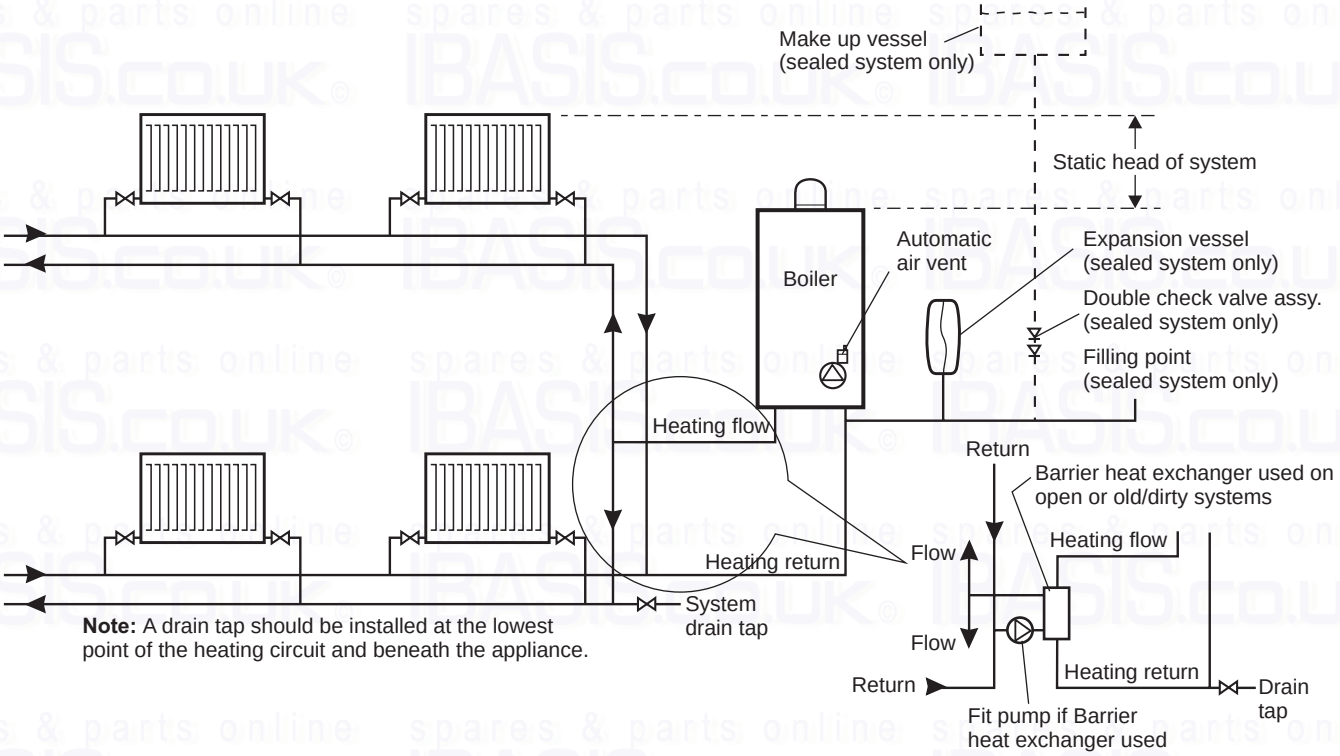
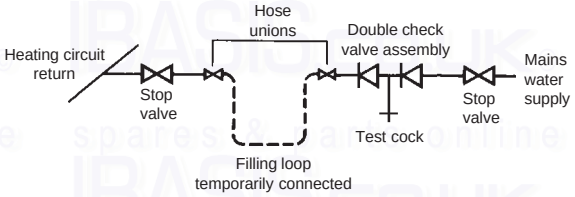

**Fig. 8**
**Fig. 9**
### *3.8 CENTRAL HEATING SYSTEM - Fig. 8*
If the boiler is to be used with an open central heating system refer to Fig. 8 and use a barrier heat exchanger (i.e. separates the boiler primary circuit from the open heating circuit).
**Sealed system volume -** An expansion vessel **is not** incorporated into the boiler. An expansion vessel **must be** fitted in the position shown in Fig. 8. To check correct operation of the expansion vessel the system pressure should not be more than 3.5 bar when the system is at maximum operating temperature (for further guidance refer to BS 7074:1), For example an 8 litre expansion vessel is suitable for a sealed system of 80 litres.
### *3.9 FILLING THE SEALED CENTRAL HEATING SYSTEM - Figs. 9*
The system design pressure (cold) should be set to 1.0 bar. This pressure is equivalent to a static head (see Fig. 8) of 10.2 metres of water.
Provision should be made to replace water lost from the system. This can be by manual or automatic means, as shown in Fig. 9. The position for connecting an automatic make-up vessel is indicated in Fig. 8. A double check valve assembly must be used.
Filling of the system must be carried out in a manner approved by the local Water Undertaking. Where allowed, the system may be filled via a temporary connection as shown in Fig. 9. After filling, always disconnect the flexible hose of the filling loop.
It is essential that the central heating system is thoroughly cleaned and flushed when fitting an Alpha CD50S or CD70S boiler. Failure to do so will invalidate the warranty. If this is difficult because the system is old/dirty refer to Section 3.8, Fig. 8 gives consideration to using a barrier heat exchanger.